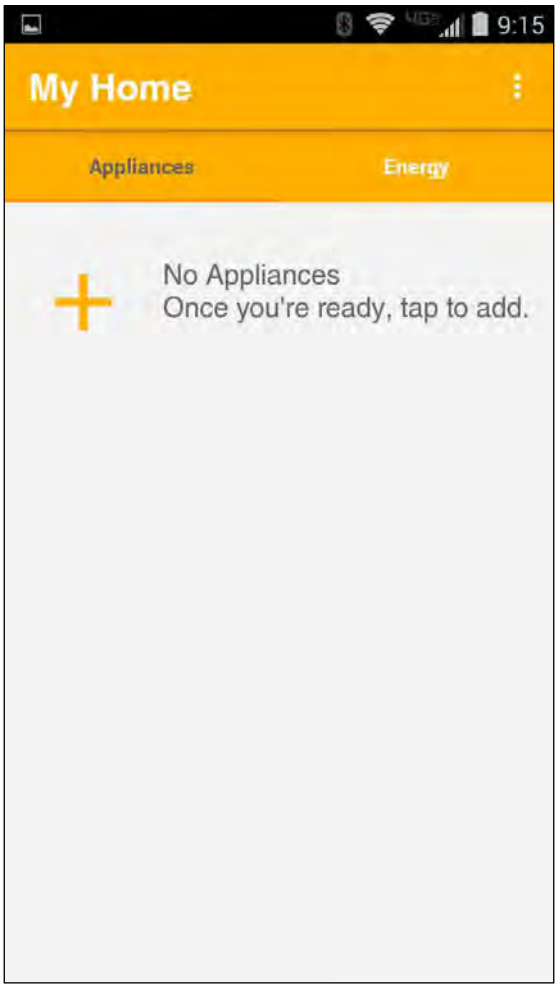
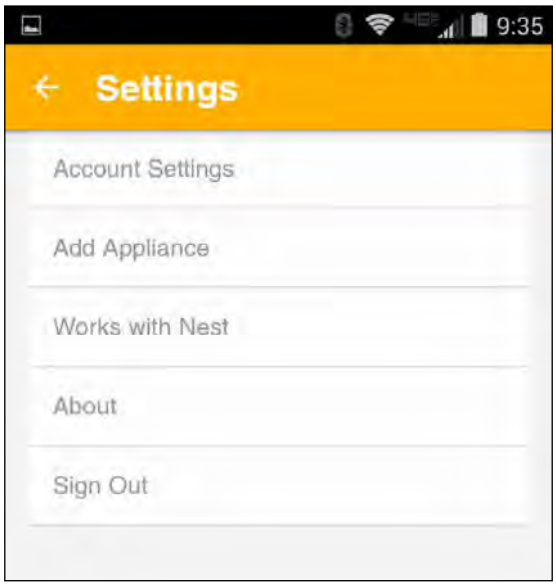

Figure 6
Figure 8
5. **Add Appliance:** After the account has been created, the home screen will alert the user that there are no appliances registered to the account. Click on the "**+**" to add the first appliance (see Figure 6). After the first appliance has been added to the account, the user must access the "Settings Menu" to add additional appliances. See Figure 8.
7. **Settings:** The Settings Menu (Figure 8) includes access to the following functions: